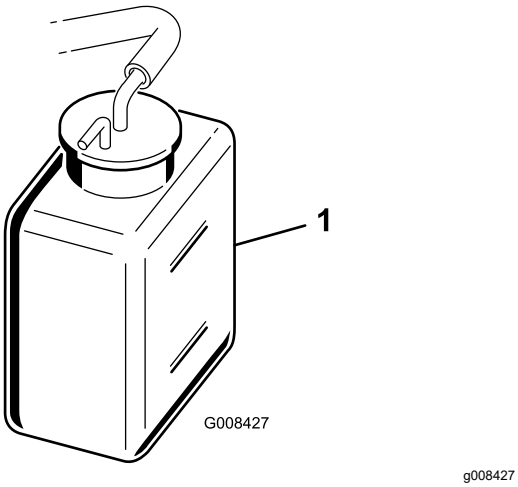

Rysunek 45
2. Sprawdź poziom płynu chłodzącego (Rysunek 45).